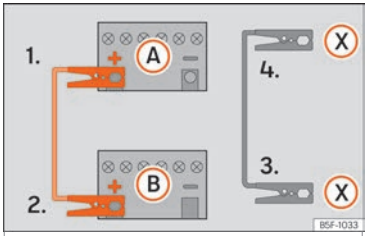

Fig. 78 Diagram of connections for vehicles with Start-Stop system.
4b. *In vehicles with a Start-stop system:* connect one end of the *black* jump lead (X) to a suitable ground terminal, to a solid piece of metal in the engine block, or to the engine block itself ››› Fig. 78.
5. Connect the other end of the *black* jump lead (X) to a solid metal component bolted to the engine block or to the engine block itself of the vehicle with the flat battery. Do not connect it to a point near the battery (A).